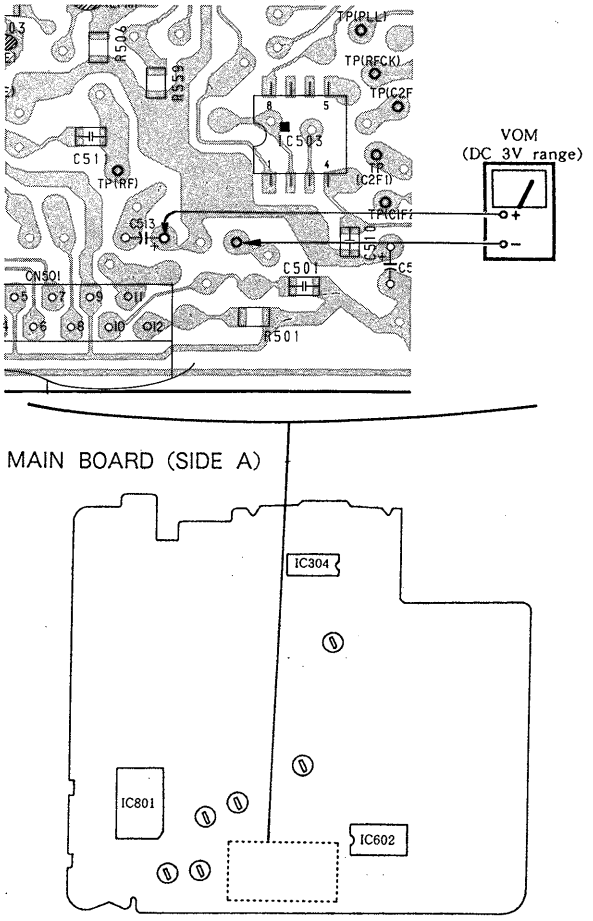

Fig.2 VOM Connection
3. Connect a VOM as shown in Fig. 2.
(2) Place the positioning jig on the mechanism as shown in figure 2.